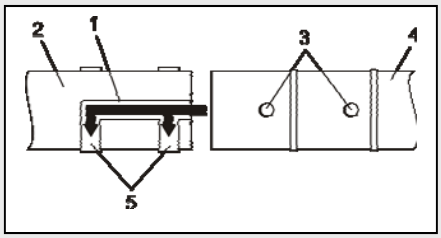

Fig. 1
1. Slide the slots (1) in the nozzle (2) over the matching keys (3) on the air tube (4) (Fig. 1).
2. Push the nozzle fully onto the air tube until the locking keys on the air tube align with the locking slots (5) in the nozzle.